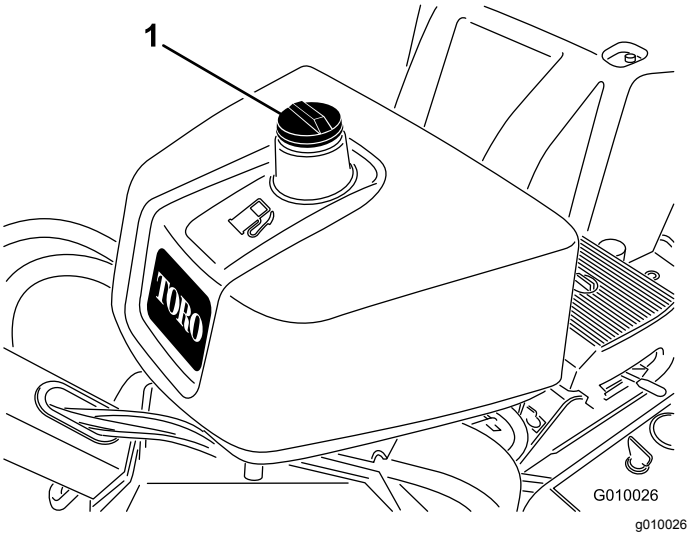

Figur 16
2. Rengjør rundt og ta av lokket på drivstofftanken (Figur 16).